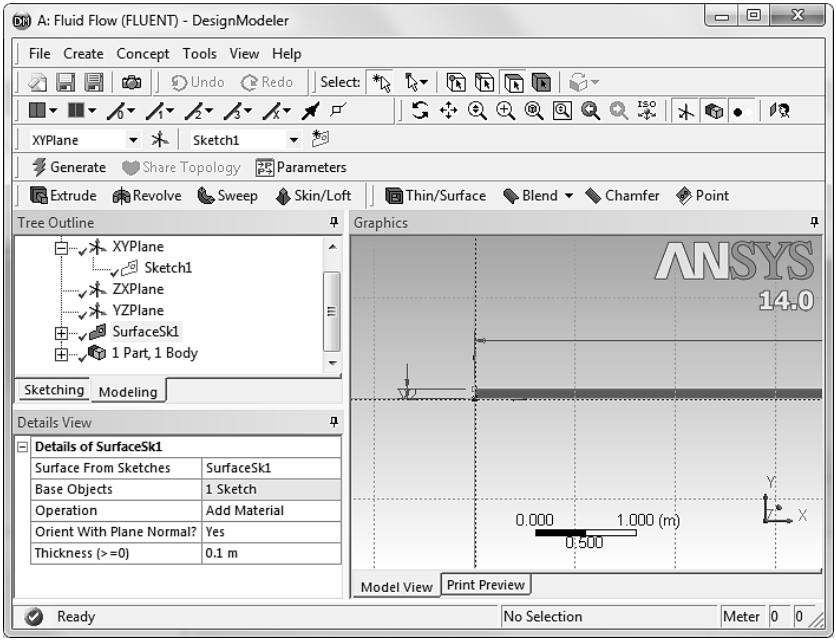

Рис. 16.
3) На панели Details View, выберите Sketch1 как Base Objects и затем напротив Thickness (>=0) выберите толщину 0.1m и кликните Apply. Окончательно кликните Generate, чтобы сгенерировать поверхность, рис. 16.